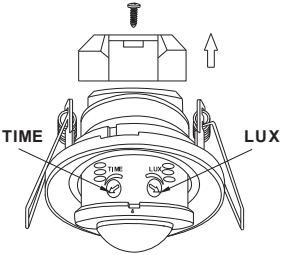

Рисунок 15 – Датчик движения ДД 401
– открутить винт, снять крышку, защищающую контактные зажимы (рисунок 15);